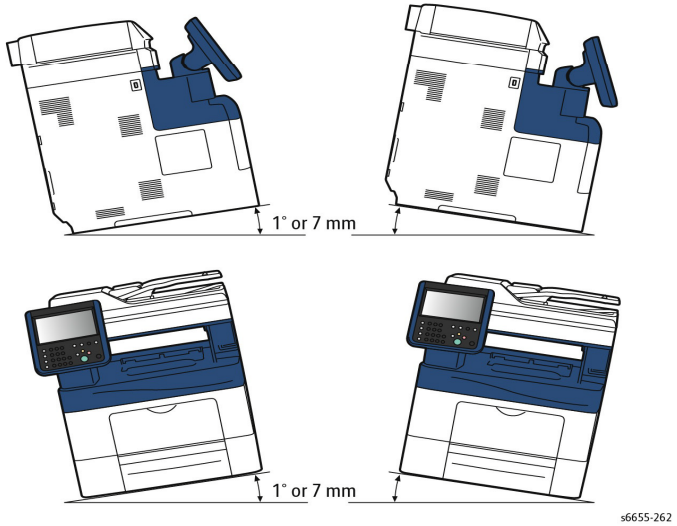

Figure 5
3. The printer must not be tipped or tilted more than 10 degrees in any direction Figure 5.